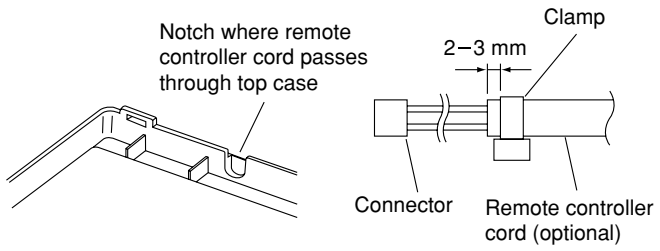

**Fig. 11-24**
2. In order to later pass the receiver wiring out through the upper case (thin part at the top center), use nippers or a similar tool to cut a notch in the same size as the remote controller cord (optional). (Fig. 11-24)